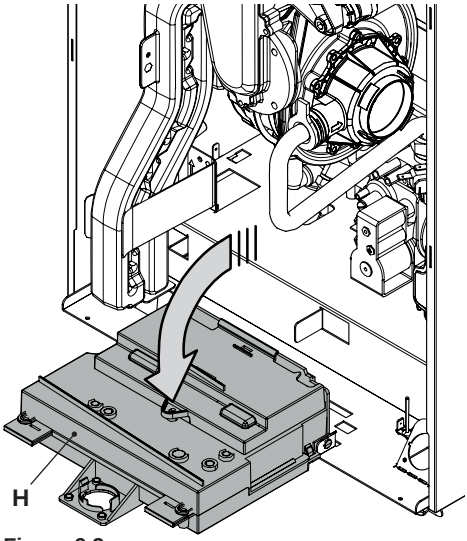

Figura 9.3
- Ruotare il pannello comandi **H**, come illustrato in Figura 9.3, per poter accedere